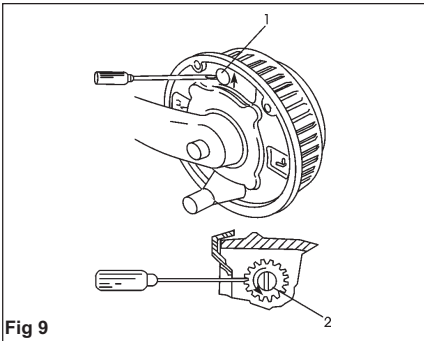

Fig 9
- Always rotating the road wheel in the forward direction - never backwards; adjust the starwheel with a suitable screwdriver, in the direction of the arrow embossed on the backplate until there is resistance in the wheel rotation (Fig. 9).
- Slacken off the starwheel adjuster until the road wheel turns freely in the forward direction (Fig. 9).